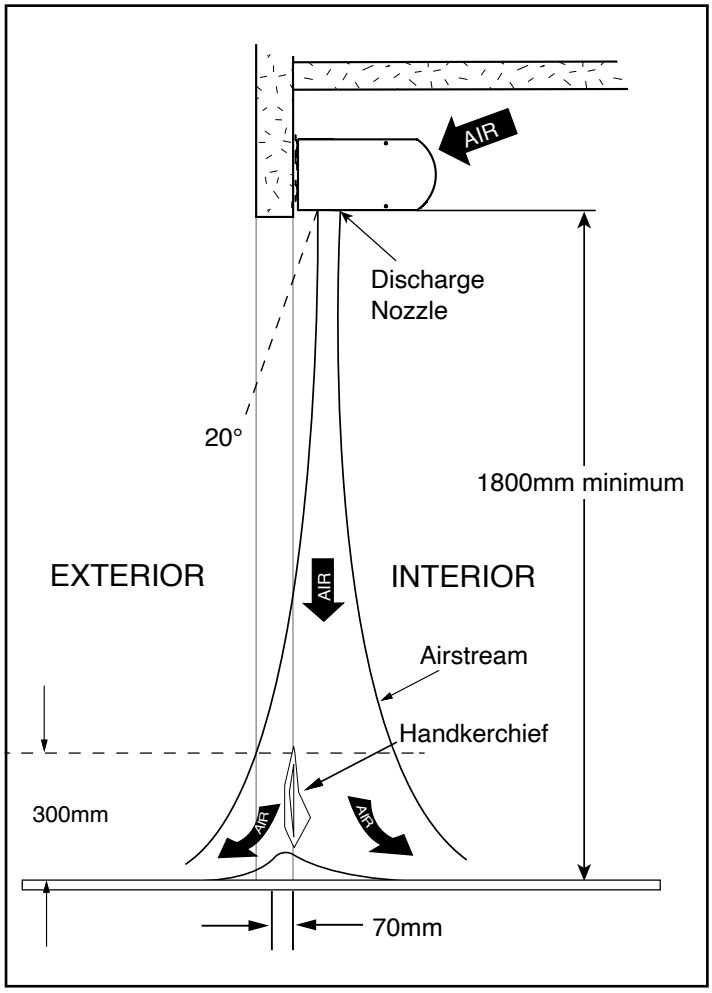

Figure 9 - Air Stream Adjustment
2. Find the air stream split location. Hold a handkerchief by its corners, approximately 300mm above the floor. Gently move the handkerchief back and forth in the doorway. Make sure the air is being directed to both the inside and the outside. ***See Figure 9.***